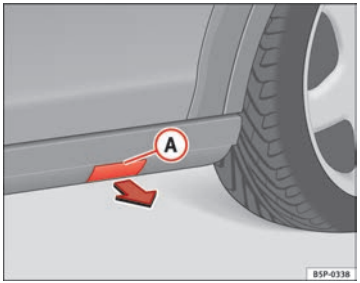

Fig. 173 Plastic sill panel trim with jack allotment cover
– Remove the cap (A) to access the anchor point for the vehicle jack ⇒ Fig. 173.
– Pull on the cover and remove it from its allotment in the direction of the arrow ⇒ Fig. 173.